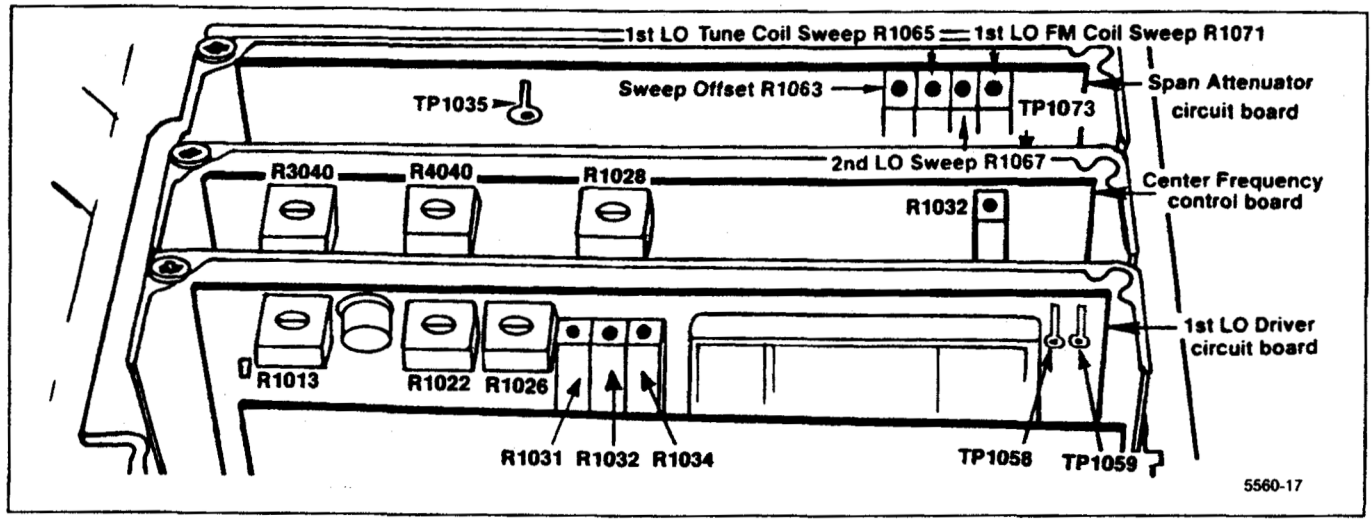

Figure 5-10. Frequency control system test point and adjustment locations.
b. Connect a shorting strap from TP1035, on the Span Attenuator board, to chassis ground (Figure 5-10). Monitor TP1073 on the Span Attenuator board with the voltmeter.
c. Adjust Sweep Offset R1063 (Figure 5-10) for 0.00 V.
d. Remove the shorting strap from TP1035. Press <Blue-SHIFT> PULSE STRETCHER and select item 1 (FREQUENCY LOOPS CAL), then item 0 (OVERALL SYSTEM) from the menus. Perform the calibration steps as directed ("CONNECT A DVM TO TP1058 ON THE 1ST LO DRIVER BOARD AND GROUND "), etc.
(1) If a "CALIBRATION STEP CANNOT BE COMPLETED" message is displayed, bypass the step, perform the other adjustments then return to the adjustment and try to bring the adjustment in range. If the problem persists, refer to Troubleshooting the Frequency Control System, in the Maintenance section.
(1) Apply the CAL OUT signal to the RF INPUT, set the FREQUENCY to 600 MHz, FREQ SPAN/DIV to 100 MHz, and set the REF LEVEL to display the markers.
(2) Adjust Tune Coil Swp R1065, on the Span Attenuator board (Figure 5-10) for one marker per division over the center eight divisions of the graticule. Reset the CENTER FREQUENCY as necessary to align the markers.
(3) Remove the Calibrator signal and apply 0.2 μs time marks from the Time Mark Generator to the RF INPUT.
(4) Set the FREQ SPAN/DIV to 5 MHz, REF LEVEL to +10 dBm, and FREQUENCY to about 10 MHz.
(5) Adjust the 1st LO FM Coil Swp R1071 (Figure 5-10) for 1 marker/division over the center eight divisions of the display.
(6) Set the FREQ SPAN/DIV to 20 KHz and apply 50 μs markers from the Time Mark Generator.
(7) Adjust the 2nd LO Sweep, R1067, for one marker/division over the center eight divisions.